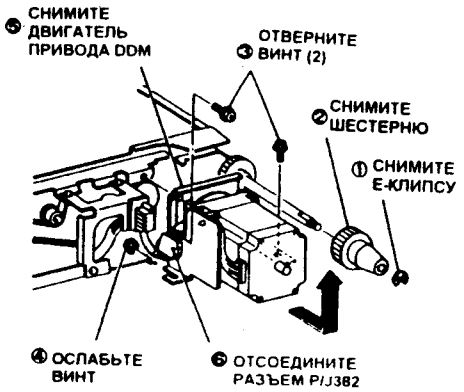

Рис. 1
3. (Рис. 1): Снимите двигатель привода DDM.